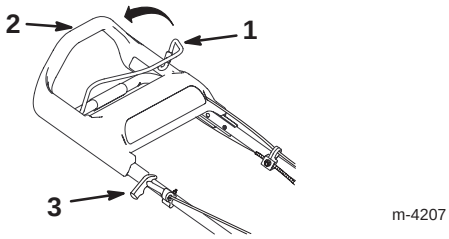

Figur 10
3. Håll knivreglaget mot det övre handtaget (figur 10).
4. Drag lätt i starthandtaget tills du känner motstånd och drag sedan i det kraftigt (figur 10). Låt snöret sakta gå tillbaka till handtaget.